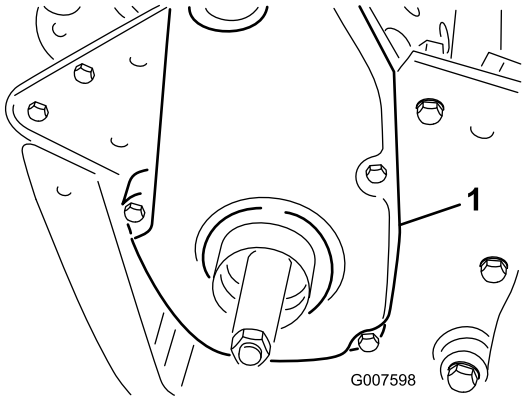

Rysunek 44
6. Zdemontuj pokrywę paska tylnego z prawej strony urządzenia (Rysunek 44).